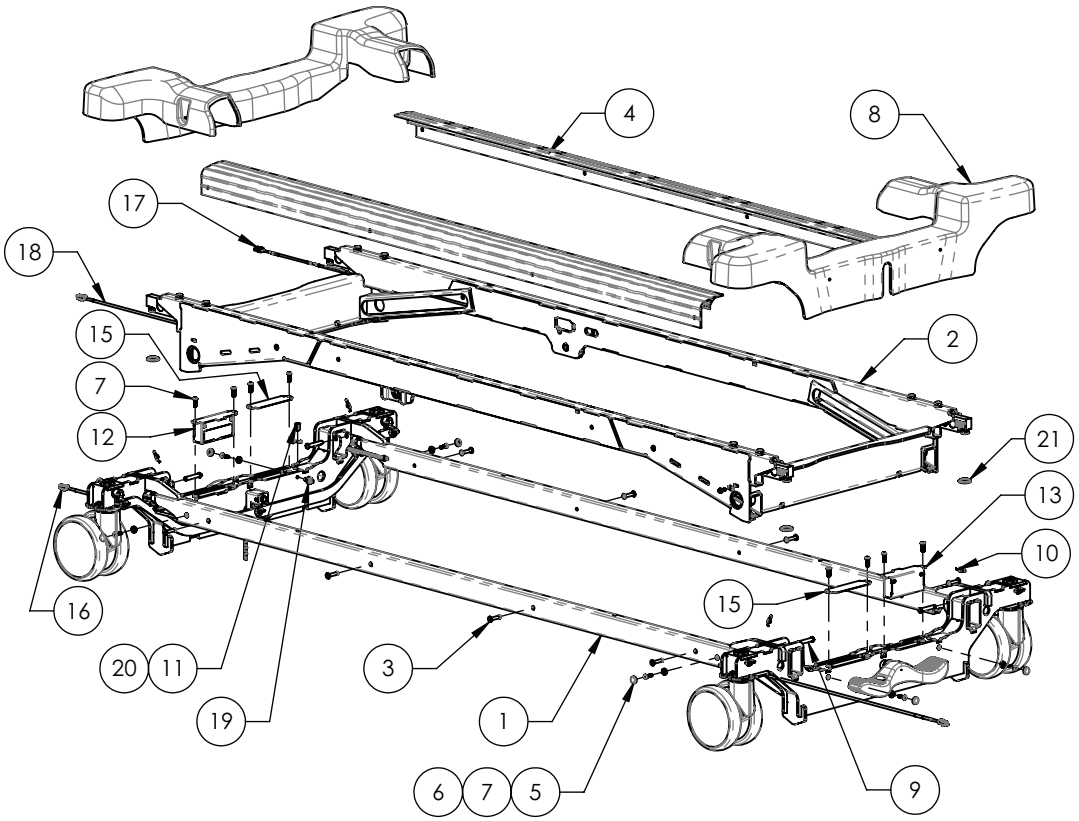

Figure 3 – Remplacement des roulettes
4. À l'aide d'un petit tournevis à tête plate, retirer et conserver les quatre cache-vis du couvercle des roulettes (5).
5. À l'aide d'un tournevis cruciforme n° 2, retirer et conserver les quatre vis (7) qui fixent le couvercle des roulettes (8) au châssis de la base. Retirer et conserver le couvercle des roulettes (8) (Figure 3).